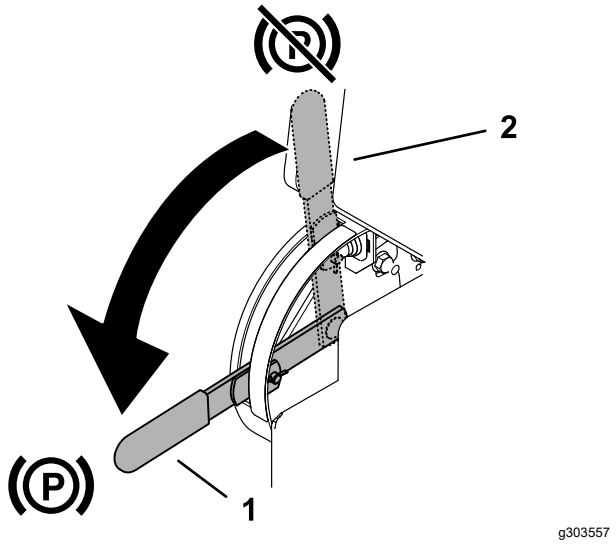

Figura 5
- Pentru a cupla frâna de parcare, rotii maneta în jos (Figura 5).
- Pentru a elibera frâna de parcare, rotii maneta în sus (Figura 5).